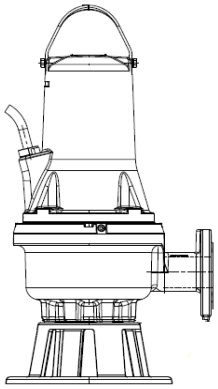

Rys. 7 Instalacja zanurzeniowa na podstawie utrzymującej
- Zamontować specjalny kołnierz (rys. 7 - poz. D) suwakowy i prowadnicę na przelewie po stronie tłocznej pompy i przymocować linę lub łańcuch do uchwytu lub otworu górnej części korpusu.